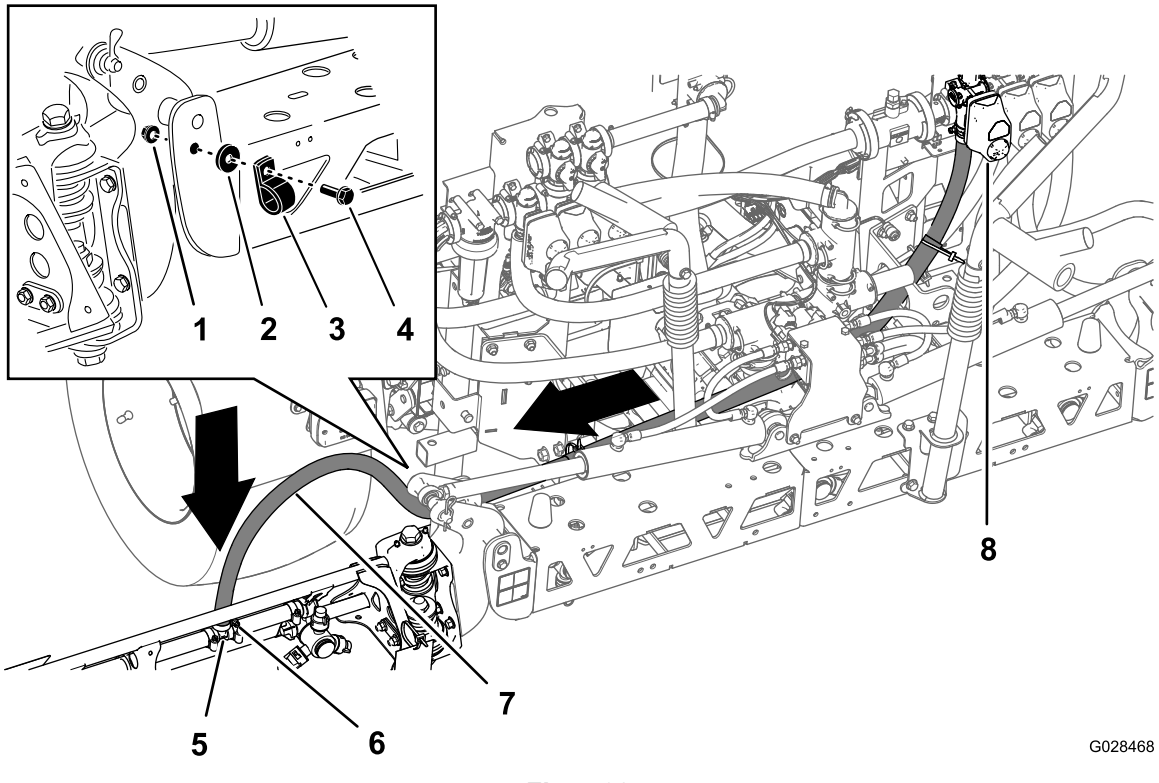
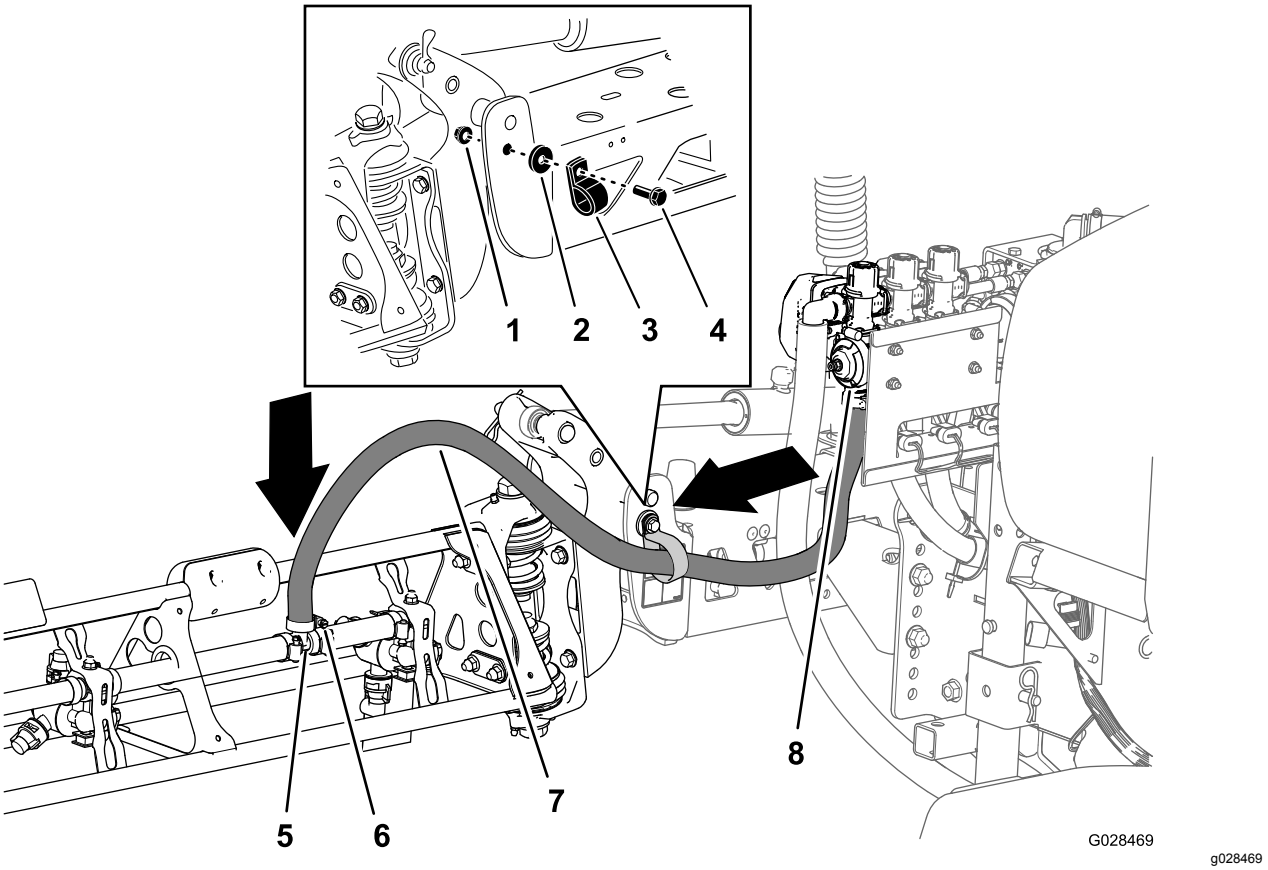

Figur 32
Figur 33
1. Trekk bomseksjonsslangene som vist i Figur 32 og Figur 33.
2. Fest bomslangene til fremsiden av den midtre bomseksjonen (Figur 32 og Figur 33) med en R-klemme, en ansatsbolt (5/16 x 1 tomme), en låsemutter (5/16 tomme) og en skive (5/16 tomme).
3. Monter bomseksjonsslangen over T-anordningen med mothaker på bomseksjonen, og fest slangen med en slangeklemme (Figur 32 og Figur 33).